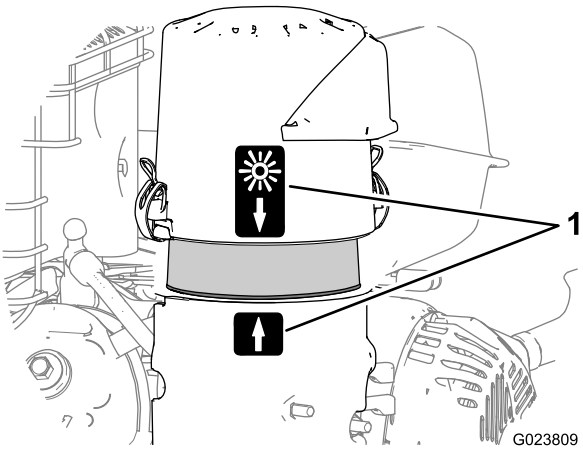

Rysunek 23
8. Strzałki na pokrywie i podstawie filtra powinny być ustawione naprzeciwko siebie (Rysunek 23).